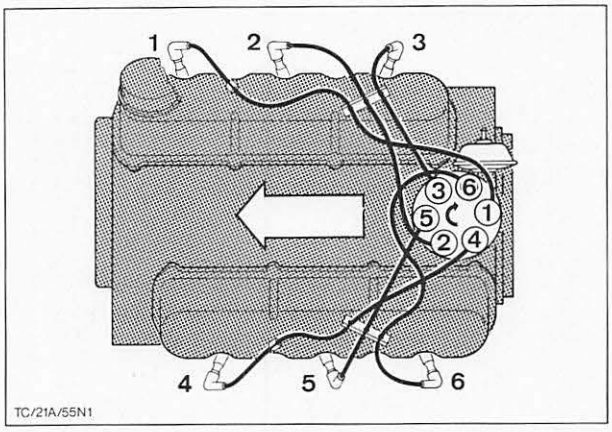

Abb. 131 Zündkabelanordnung (Zündfolge)
71. Zündkerzen einschrauben und mit vorgeschriebenem Drehmoment festziehen. Verteilerkappe aufsetzen und Zündkabel in gezeigter Anordnung, Abb. 131, auf die Zündkerzen stecken. Unterdruckleitung am Vergaser anschließen.